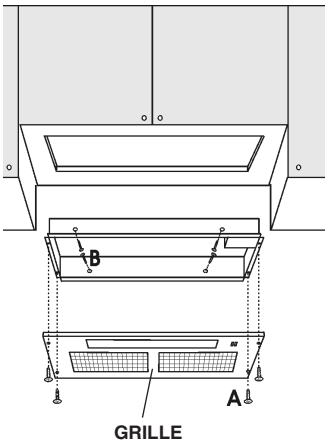
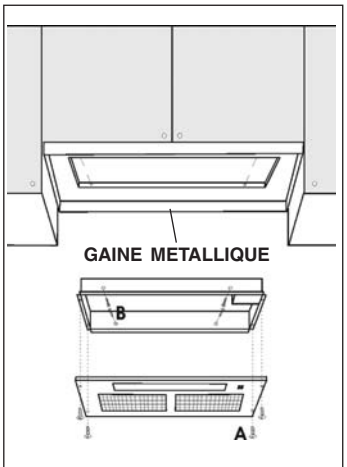

FIG. 3
FIG. 3A
2. Dévisser les quatre (4) vis « A » et retirer la grille en métal (Fig. 3).
3. NOTE : Pour les installations où le module se trouve à moins de 30 po (76 cm) au-dessus du plan de cuisson, il est recommandé de le monter dans un revêtement d'armoire en métal ou dans un matériau incombustible. Cette précaution facilitera le nettoyage et protégera l'armoire (Fig. 3A).
4. Placer la hotte dans le meuble (Fig. 3) ou dans la gaine en métal (Fig. 3A) et la fixer à l'aide des quatre (4) vis « B » de montage pour tôle. (Fig. 3 – installation arrière en bois – épaisseur recommandée 1/2 - 3/4 po).
1. Retirer la grille en enlevant les quatre (4) vis « A » de 3,9 mm x 6 mm (Fig. 3).